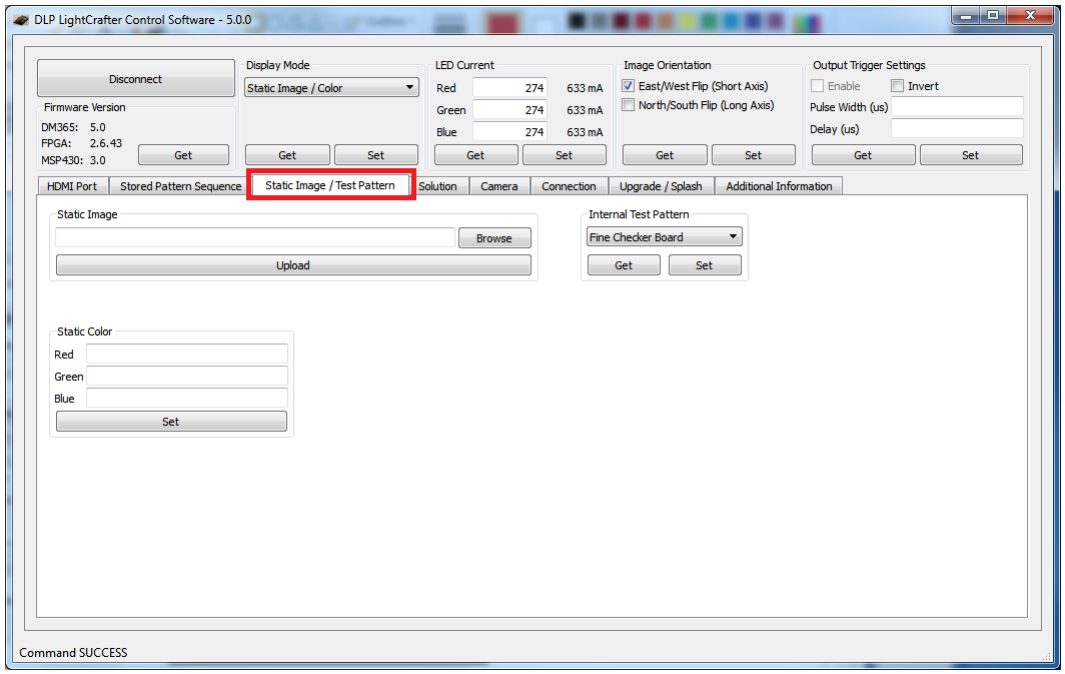

Figure 2-49. DLP LightCrafter GUI Static Image and Test Pattern Tab
2. Select “Static Image / Test Pattern” tab. See Figure 2-49.
2. Select “Static Image / Test Pattern” tab as shown in Figure 2-49.